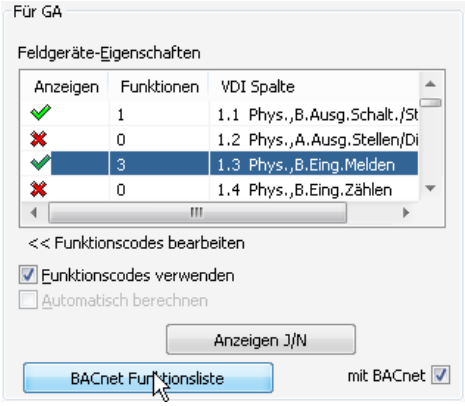

Bild 31.22 – Die *Lokale Steuerung* befindet sich nun im Referenzgerät
- Bestätigen Sie, so wird diese neue Funktion zu den beiden vorhandenen hinzugezählt (Abb. 31.22).